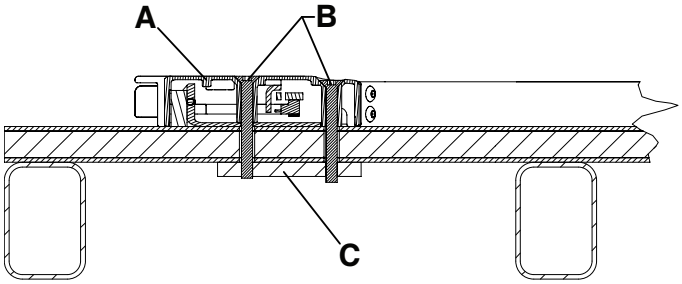
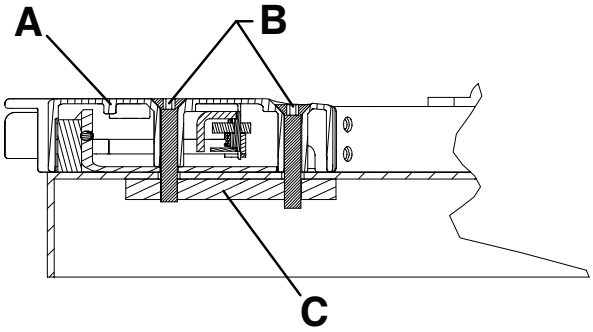

Figure 7 – Côté pieds du montage sur plancher - Vue 3A
Figure 8 – Côté pieds du montage sur plateau - Vue 3B
3. Arrimer le boîtier du loquet côté pieds (A) au plancher ou au plateau en utilisant quatre vis d'assemblage M8 à tête plate (B) (non fournies).
Remarque - Une plaque d'appui en acier (C) (ou l'équivalent) est requise pour un soutien supplémentaire (non fournie) (Figure 7 ou Figure 8).